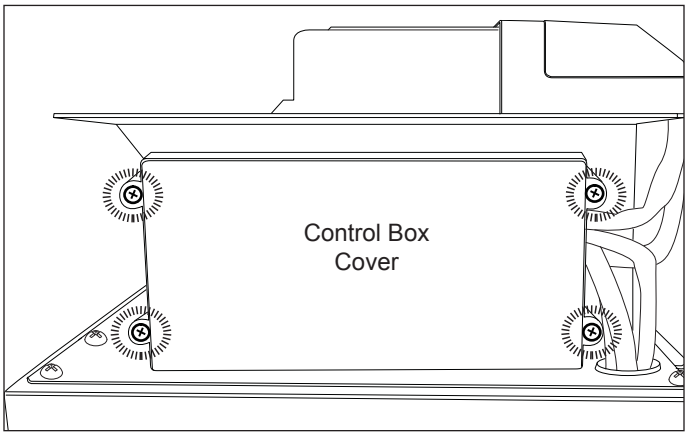

Figure 4-11 Control Box Cover Removal
2. Extract screws securing the control panel cover to control box and remove cover. (See Figure 4-11)